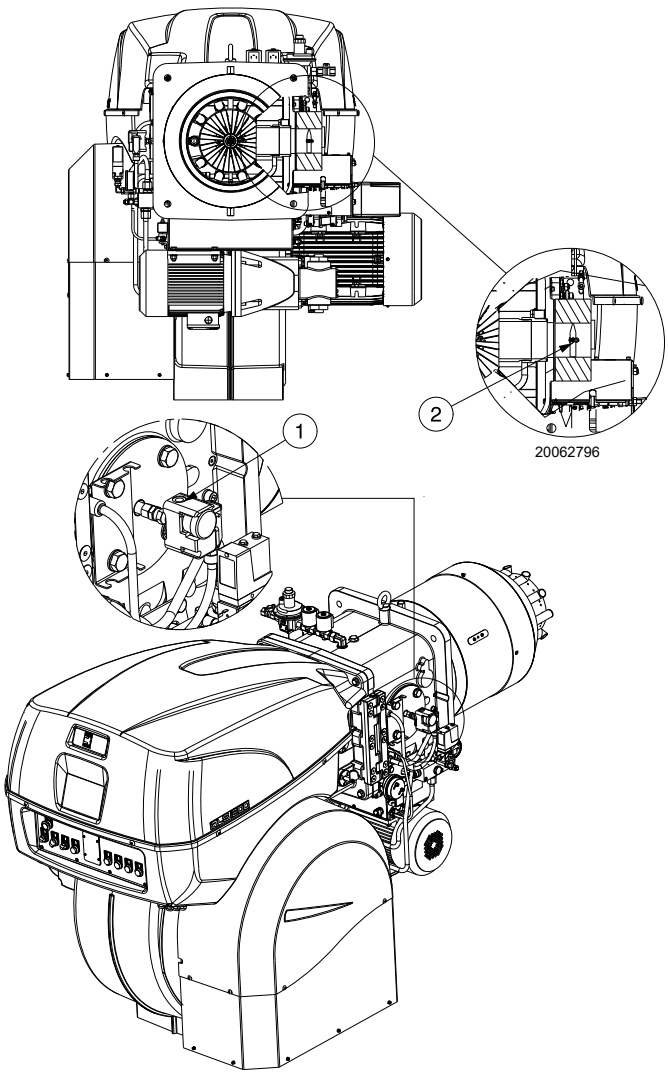

Afb. 24
Gasdruk gemeten op afnamepunt 1)(Afb. 24), met:
Drukverlies gassmoorklep 2)(Afb. 24) met maximumopening: 90°.
– trek van de gasdruk aan het afnamepunt 1)(Afb. 24) de druk in de verbrandingskamer af.
Om de noodzakelijke gasdruk op het afnamepunt 1)(Afb. 24) te kennen, na vaststelling van het maximum modulatievermogen waarmee de brander moet werken:
– Lees aan de rechterkant, kolom 1, de druk aan het afnamepunt 1)(Afb. 24).
druk nodig op het afnamepunt 1)(Afb. 24).